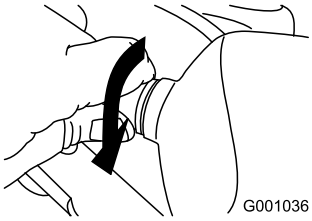

Figur 58
5. Drei lyspærens base med klokken til den sitter tett (Figur 58).